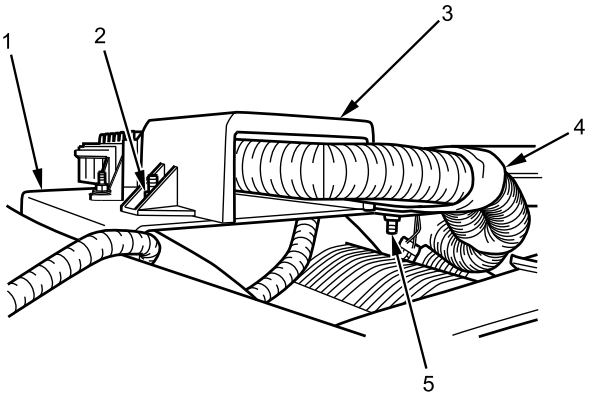

Figure 8. Transmission Control Unit Cover.
4. Install nut and bolt (Figure 8, Item 5) on harness support retainer (Figure 8, Item 4) on transmission control unit brace (Figure 8, Item 1). Tighten nut and bolt securely.
5. Install cover (Figure 8, Item 3) and two nuts (Figure 8, Item 2) on brace (Figure 8, Item 1). Tighten nuts securely.